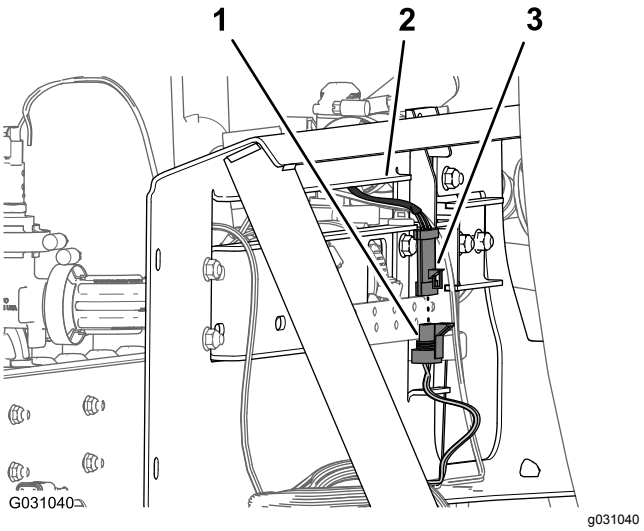

Figur 110
6. Koble kontakten med tre pinner for ledningssatsen til risteventilen i kontakten med tre sokler på den 203 cm lange ledningssatsforgreningen merket **Risteventil** (Figur 110).